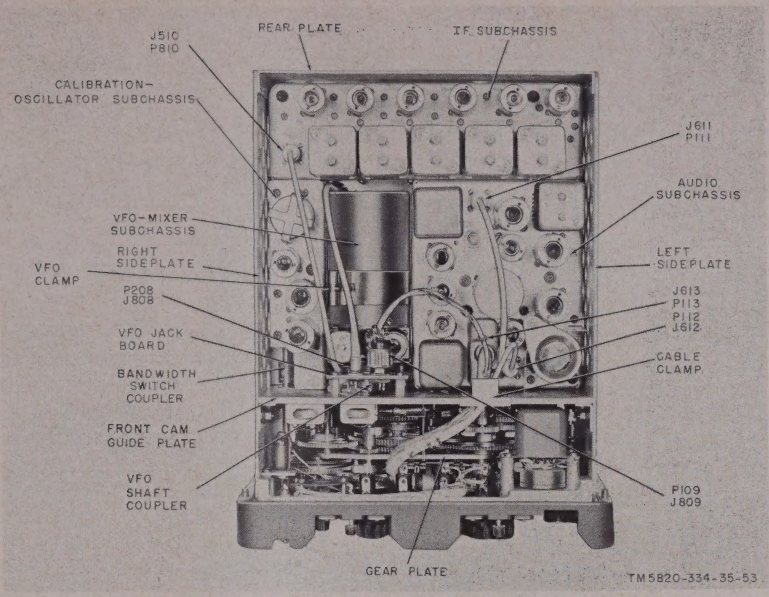

Figure 53. Receiver, bottom view, case removed.
(1) Remove the receiver case (para 60).
(2) Remove the cable clamp from the bottom of the front cam guide plate (fig. 53).
(3) Disconnect plugs P111, P112, P113, and P106 from their associated receptacles (fig. 53 and 54).
(4) Disconnect plug P109 on the vfo jack board (fig. 53).
(12) Connect plug P109 to receptacle J809 on the vfo jack board (fig. 53).
(13) Connect the following plugs in their associated receptacles: P111 in J611, P112 in J612, P113 in J613 and P106 in J206 (fig. 53 and 54).
(14) Replace the cable clamp at the bottom of the front cam guide plate (fig. 53).
(15) Replace the receiver case (para 60).
62. Lower Deck Assembly (fig. 53)
(fig. 53 and 54)
(fig. 53)